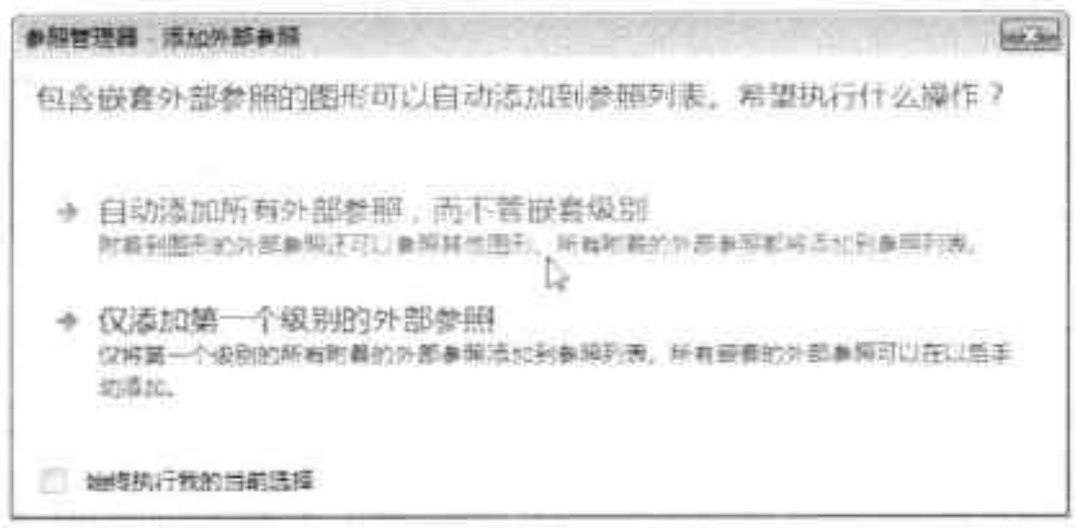

图7-46 选择相关选项
Step 03 在“参照管理器 - 添加外部参照”提示对话框中，选择“自动添加所有外部参照，而不管嵌套级别”选项，如图 7-46 所示。